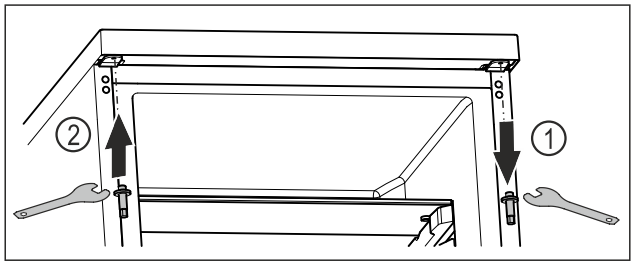

Fig. 18
▶ Unscrew the upper bolt with an Allen key. *Fig. 18 (1)*
▶ Tighten the bolt on the opposite side with an Allen key. *Fig. 18 (2)*